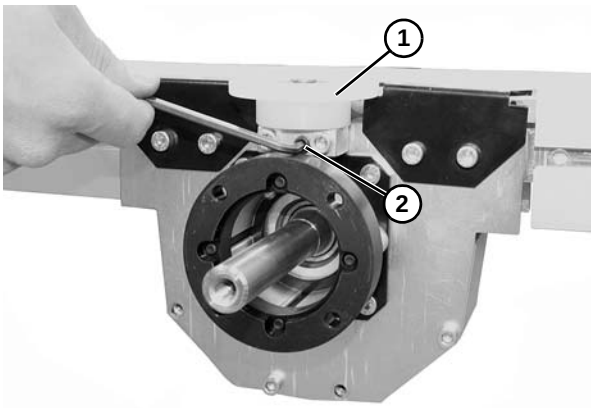

Figure 32
9. Install belt hold down wheel **(Figure 32, item 1)** and tighten set screw **(Figure 32, item 2)**.